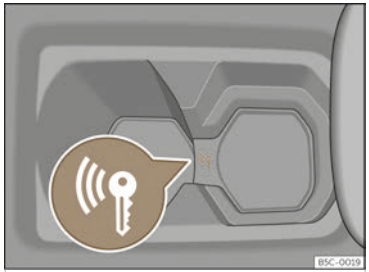

Fig. 122 On the centre console: emergency start.
- Immediately after pushing the start button, place the key in the drink holder of the centre console ››› **Fig. 122**, as close as possible to the *Kessy* logo.